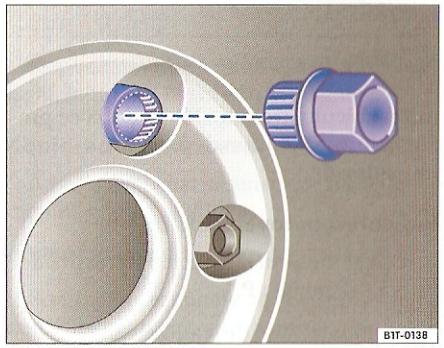

Fig. 34 Înlocuirea roţii: Prezoane de roată anitfurt şi adaptor
– Împingeţi adaptorul până la capăt, pe prezon ⇒ pagina 87, fig. 34".